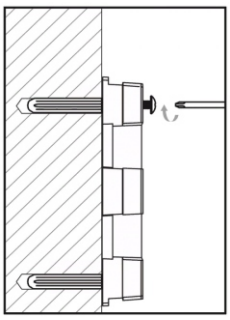

Рис. 5
- Перед тем как затянуть все крепежные винты, проверьте уровень кронштейнов с помощью уровня. Важно правильно установить горизонтальный уровень , чтобы поток воды в системе работал правильно. См. (рис. 5 и 5.1)